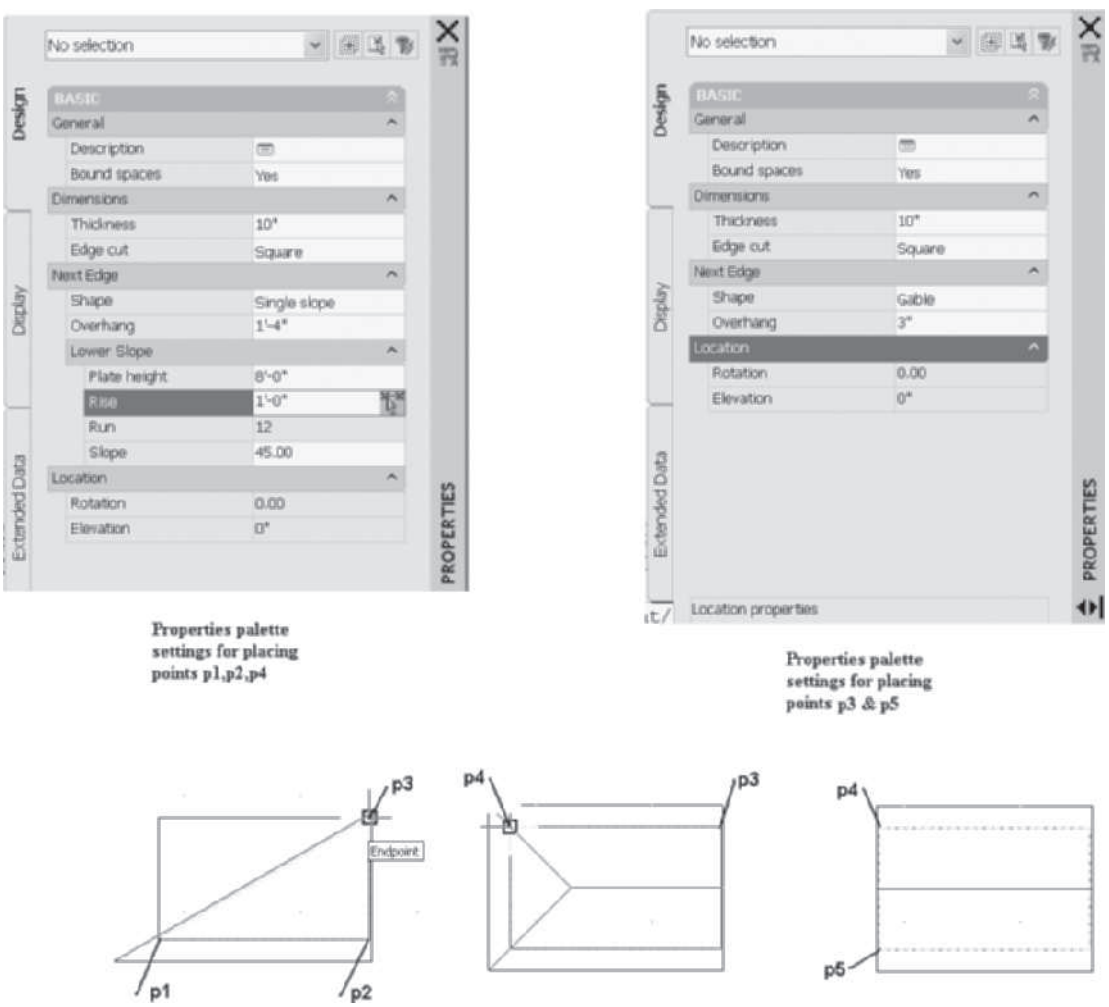

FIGURE 7.9 *Selection of points to create a gable roof*
overhang on that edge can be changed in the Properties palette. The steps for creating a gable roof are described below and in Figure 7.9.
2. Edit the Properties palette: set Shape = **Single slope**, Overhang = **16" [400]**, and select point **p1** as shown at the left in Figure 7.9.